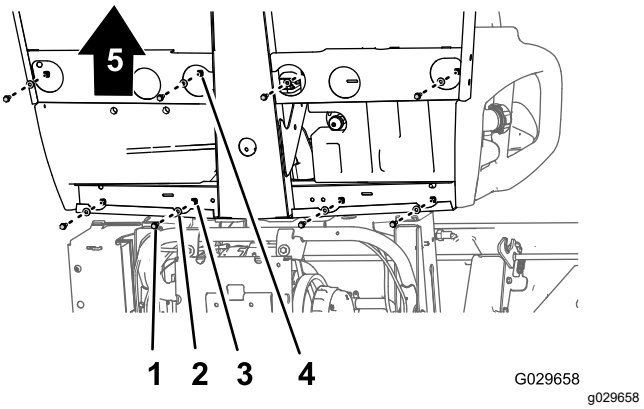
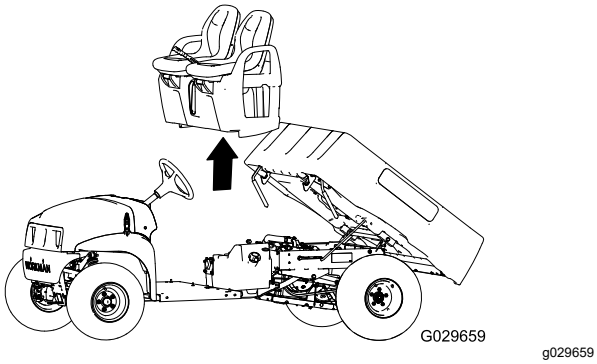

Figur 45
Figur 46
1. Ta bort de åtta flänsskruvar och åtta brickor längst ner på maskinen som håller fast sätessockeln på golvplattan och den bakre hyttkanalen (Figur 45).
2. Lyft försiktigt av sätena, sätessockeln och parkeringsbromskablarna från maskinen (Figur 45).
1. Lyft på sätena och sätessockeln på maskinen och rikta in bromskablarna med chassit (Figur 45 och Figur 46).
2. Rikta in hålen i sätessockeln med hålen i golvplattan och den bakre hyttkanalen (Figur 45 och Figur 46).